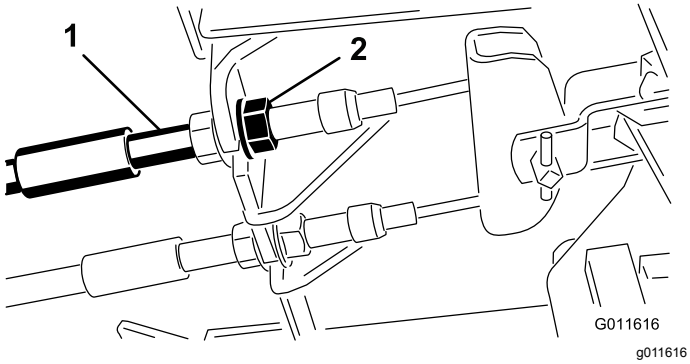

Figur 63
1. Dra åt bromsarna genom att lossa den främre muttern på bromskabelns gängade ände för att minska bromspedalernas spel (Figur 63).